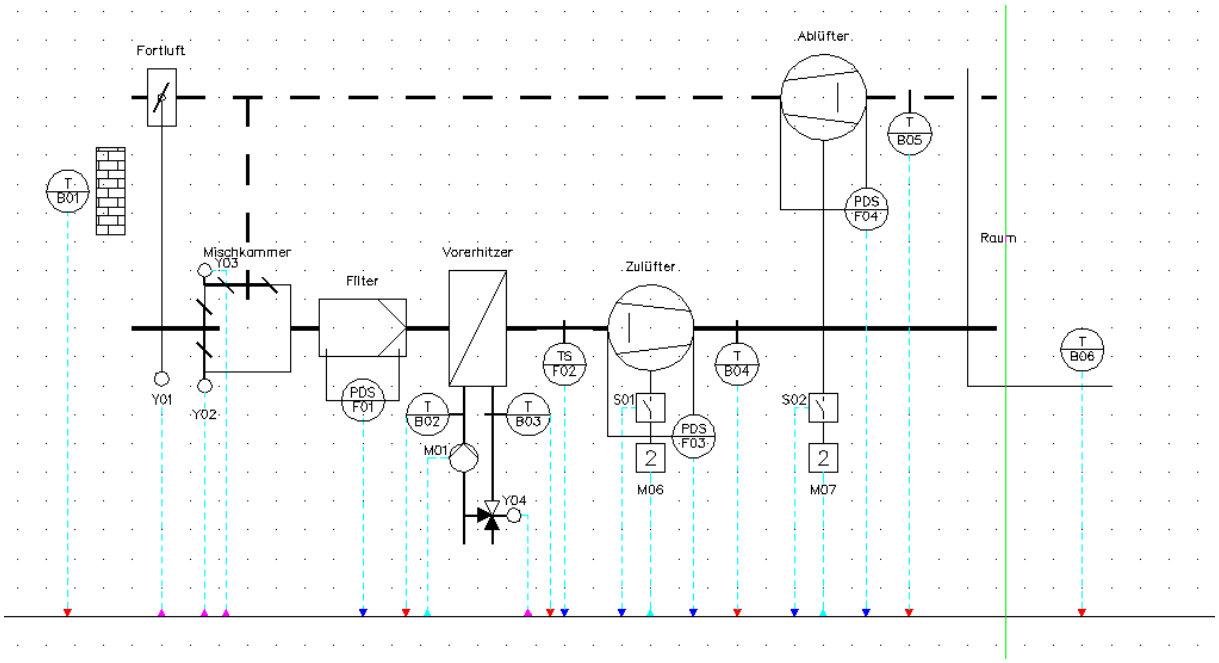

Bild 17.32 – Die Änderungen aus dem Teilprojekt wurden korrekt übernommen.
- Öffnen Sie wieder die Zeichnung *01 Mit Artikel*, so erkennen Sie: Wäscher und Kühler sind im Gesamtprojekt ebenfalls verschwunden (Abb. 17.32).